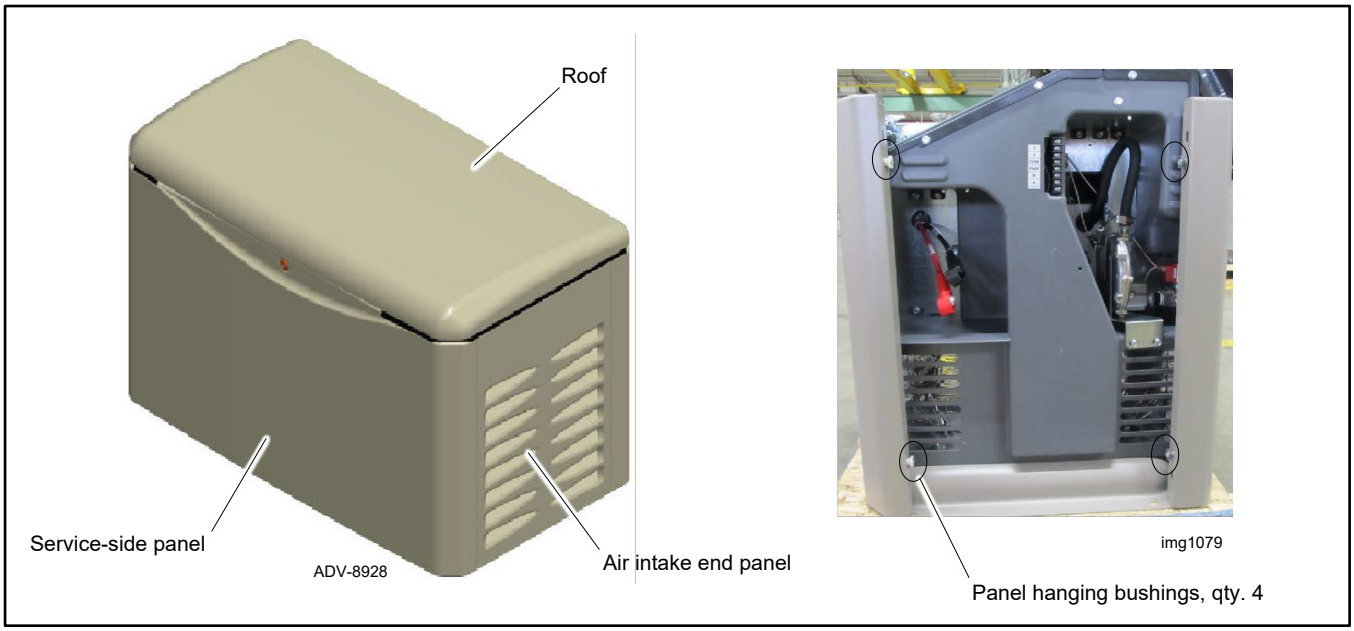

Figure 49 Removing the Air Intake Panel
3. Remove the air intake panel by pulling it up and off the four enclosure bushings. See Figure 49.